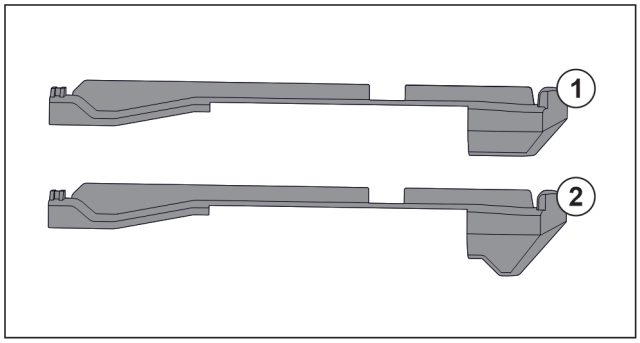

Fig. 150 对比插装件
冰箱中有两种不同的插装件。最底部抽屉上方的插装件 *Fig. 150 (2)* 有一个三角形的边缘。其他所有的插装件 *Fig. 150 (1)* 都有一个直的边缘。
▶ 将带有三角形边缘的插装件 *Fig. 150 (2)* 安装在最底部抽屉上方。
▶ 将带有直边缘的插装件 *Fig. 150 (1)* 安装到所有其他的位置上。